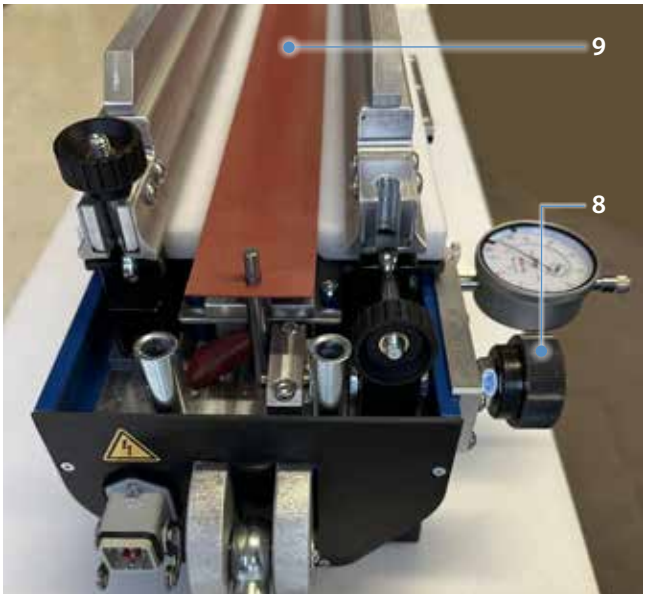

Abb. 4.2.3
6. Wenn später ein hoher Stoßdruck erzeugt werden soll: Bandhalterung bis zum Anschlag nach außen fahren (nur bei FLT-Bandmaterial). Hierzu die am Unterteil vorgesehenen Band-Zustellschrauben (8) verwenden. (Abb. 4.2.3)
7. Je nach Bandtyp vorgeschriebene Weichfolie (9) bzw. Strukturmatte in der gesamten Pressenbreite auf die Heizfläche legen. (Abb. 4.2.3)